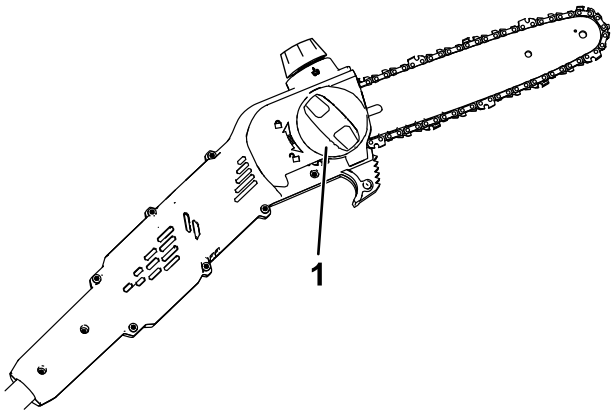
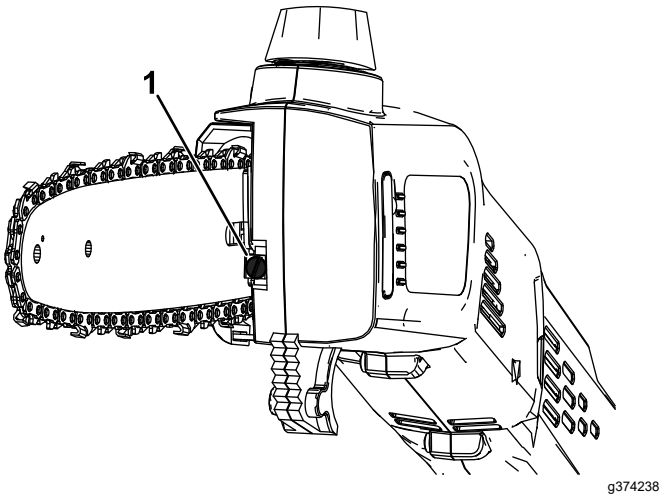

**Bild 17**
**Bild 18**
4. Drehen Sie den Knopf der Schwertabdeckung gegen den Uhrzeigersinn, um die Schwertabdeckung zu lösen, aber entfernen Sie diese nicht (Bild 17).
5. Stellen Sie die Kettenspannung mittels Kettenspannschraube (Bild 18) ein, und befestigen Sie dann die Seitenabdeckung am Hochentaster, indem Sie den Knopf der Schwertabdeckung im Uhrzeigersinn drehen, bevor Sie die Kettenspannung überprüfen (Bild 17).
3. Drehen Sie die Schraube für die Kettenspannung nach links, um die Kette zu lockern (Bild 18).